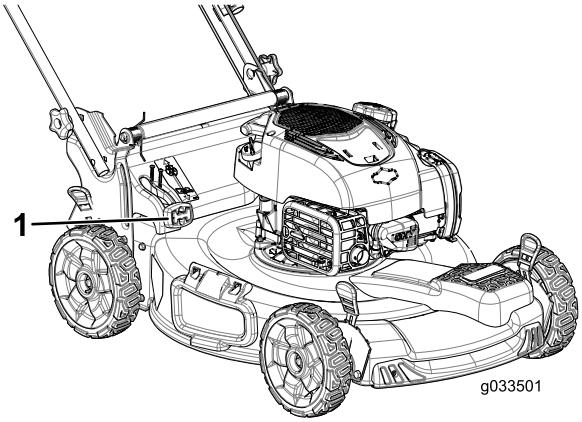

Figur 23
- For å samle opp gress- og løvrester trykker du på knappen på spaken for automatisk oppsamling og flytter spaken fremover til knappen på spaken spretter opp (Figur 23).